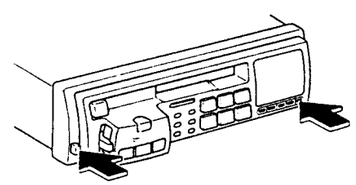

Fig. 2
1. Press the PWR button ⑩ to turn the power Off. (Fig. 2)
2. Press the Release button. (Fig. 2)
(1) Remove four screws marked "●" as shown in Figure 2.
(2) Disconnect one Connector from the Cassette Deck.
(1) Remove seven screws marked "■" as shown in Figure 2, 3.
(2) Disconnect two connectors from the Main P.C.Board.
<Figure 2>